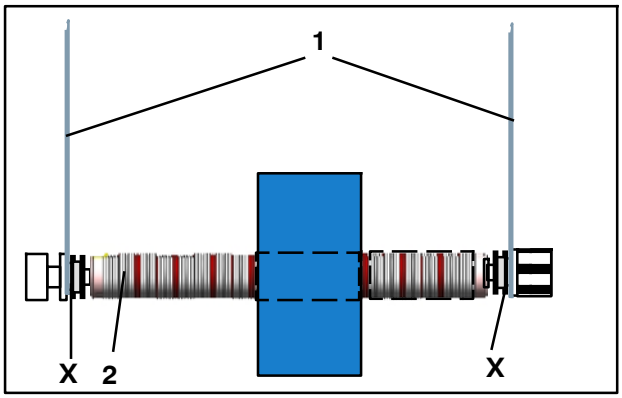

Fig. 142 Arbre à friction et bobine montée
8. Accrocher les crochets (Fig. 142/1) du dispositif de suspension aux extrémités de l'arbre à friction (Fig. 142/2), à l'endroit (Fig. 142/X) - voir également les instructions d'utilisation du dispositif de suspension